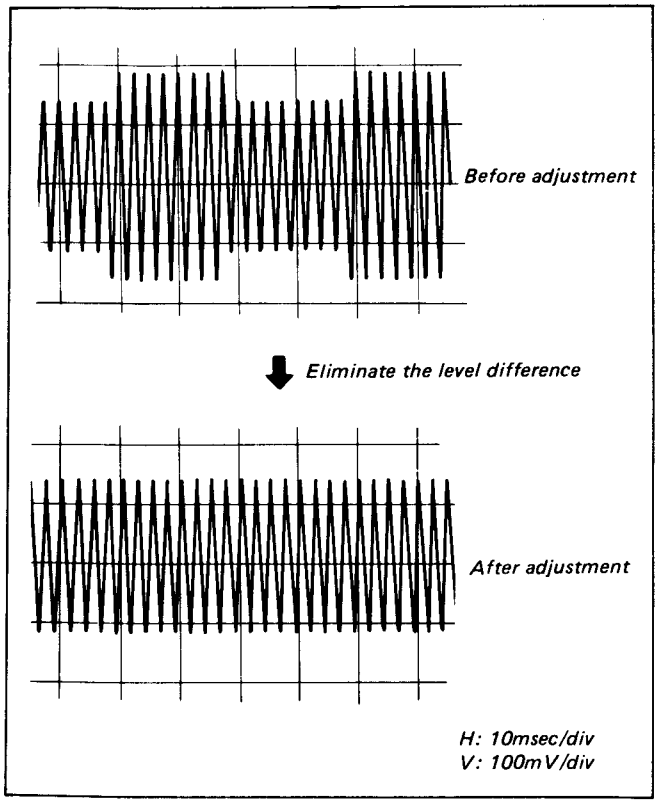

Fig. 5-47. Playback level balance adjustment
(1) Play back the BETA Hi-Fi alignment tape (KR5-10C).
(2) Connect an oscilloscope to TP008 (TP010) and adjust to −20 ±0.1 dB with RV014 and RV013 (RV006 and RV007), and to eliminate the level difference. (See Fig. 5-47.)
(3) Restore the shorting between the aduio line input and GND.